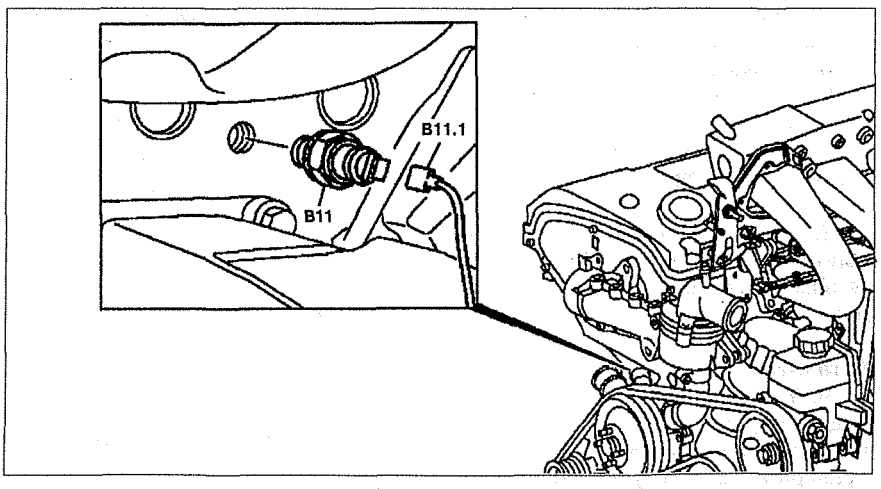

Рис. 2.96. Датчик давления масла:
2. Отсоедините разъем проводки **B11.1** от датчика (см.рис.2.96).